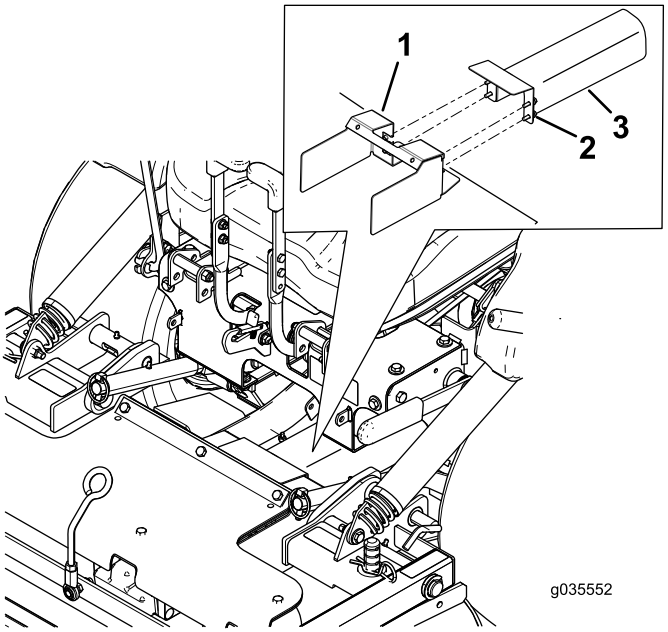

Figuur 20
4. Maak de bouten los en verwijder de metalen afschermingen getoond in Figuur 20.
2. Monteer de metalen afschermingen en bouten zoals in Figuur 20.